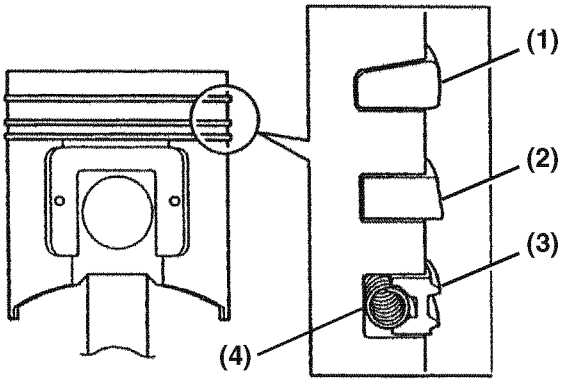

Figure 6-136
3. Reinstall the oil ring expander **(Figure 6-136, (4))**. Reinstall the oil ring **(Figure 6-136, (3))** with the end gap at 180° from the expander end gap.
4. Reinstall the second compression ring **(Figure 6-136, (2)).** This ring is identified by its dark color and tapered face profile.
5. Reinstall the top compression ring **(Figure 6-136, (1))**. This ring is identified by its silver color and barrel-shaped face profile.
*The oil ring expander **(Figure 6-136, (4))** end gap must be located 180° from the oil ring **(Figure 6-136, (3))** end gap.*